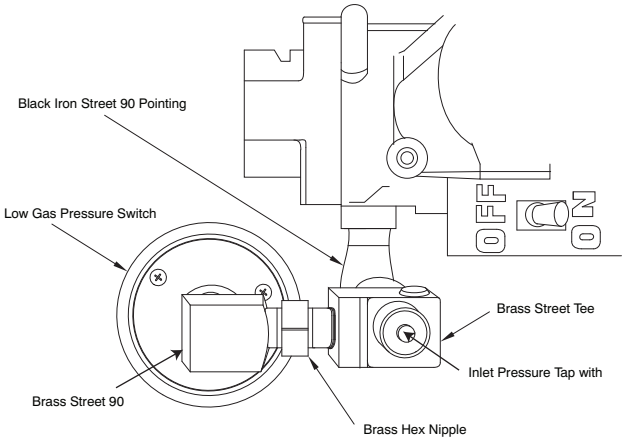

Fig. 10 - LGPS for 14-3/16 (360 mm) Casing or When Vent Passes Between Inducer and Burner Assembly
If the vent pipe passes between the inducer and burner assembly, or the furnace is a 14 3/16-in. (360 mm) wide casing, the switch may have been installed as follows. (See Fig 10.)
1. Remove low gas pressure switch, brass street 90° elbow, brass Hex nipple, brass tee and black iron street 90° elbow from the gas valve inlet pressure tap. (See Fig 10.)